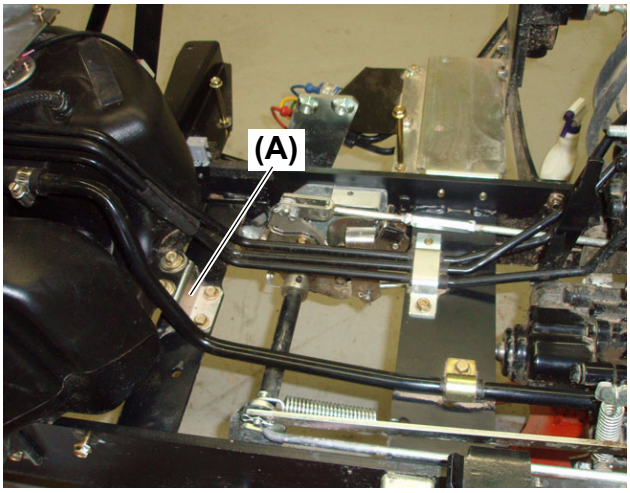

Fig. 3
7. Install the fuel tank. Make sure the fuel tank cushion pieces are in place. Install the fuel tank into the main frame between the left and right frame rails. Align between the only vertical cross brace and the smaller horizontal cross brace of the main frame. Install the fuel tank stay **(Fig. 3, (A))** to secure the fuel tank to the main frame.